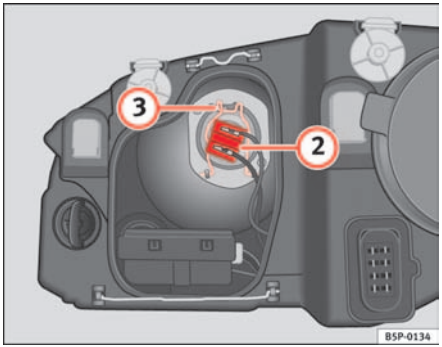

Fig. 183 Dipped head-lights
– Remove the connector ⇒ page 251, fig. 183 (2) from the bulb.
– Disengage the retainer spring ⇒ page 251, fig. 183 (3) pressing inwards and to the right.